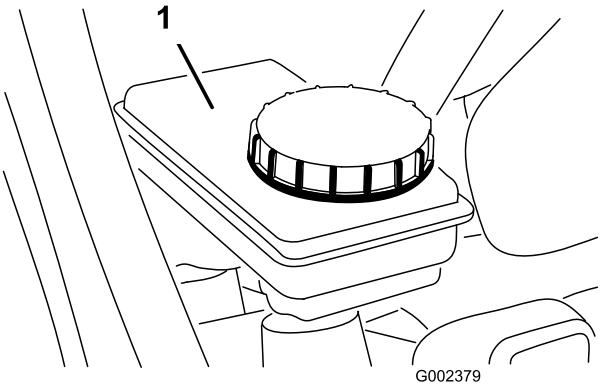

Figur 24
2. Sørg for, at væskestanden går op til linjen Full (fuld) på beholderen (Figur 24).
3. Hvis væskestanden er lav, skal du rengøre området omkring dækslet, tage dækslet af og fylde beholderen med den specifikke bremsevæske til det korrekte niveau (Figur 24).